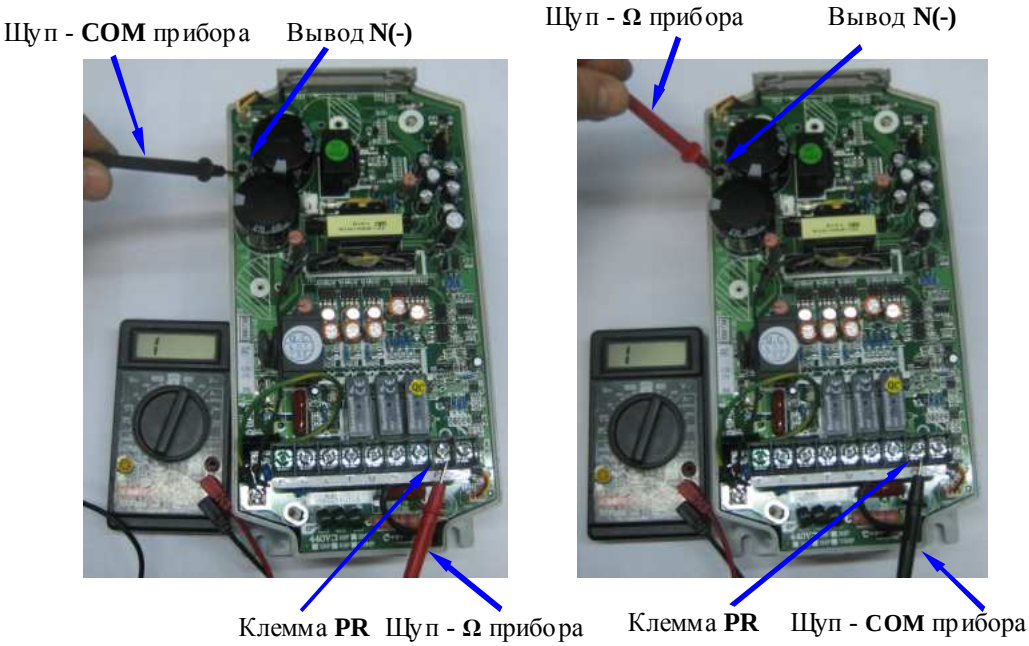

Рис. 4.9. Проверка тормозного ключа матрицы IGBT.
4.6.9. Проверить цепь **N(-)-PR** – тормозной ключ матрицы IGBT в соответствии с рис. 4.9. При любой полярности подключения измерительного прибора (рис. 4.9а, 4.9б) цепь должна «звониться» как «Обрыв цепи».